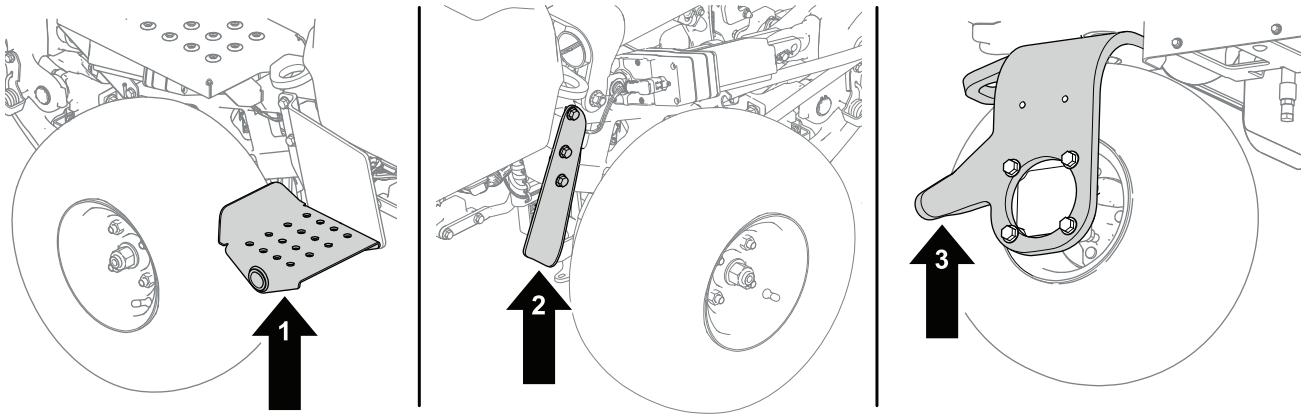

Figura 40
1. Coloque un gato en el punto de apoyo deseado (Figura 40):